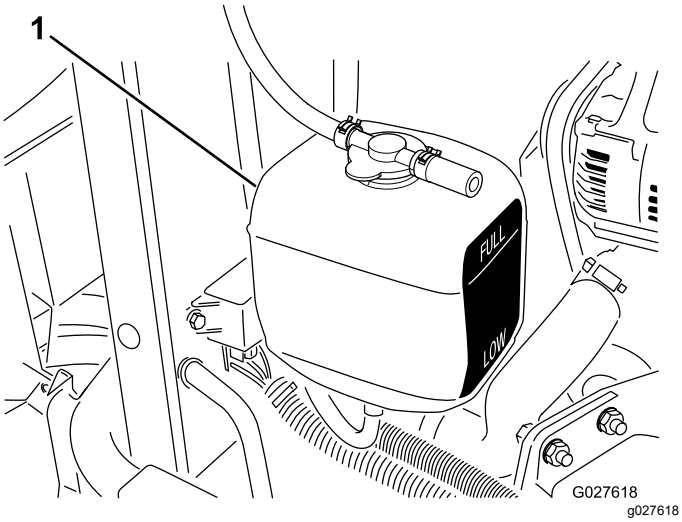

Figur 77
3. Kontroller kølevæskestanden i ekspansionsbeholderen (Figur 77).